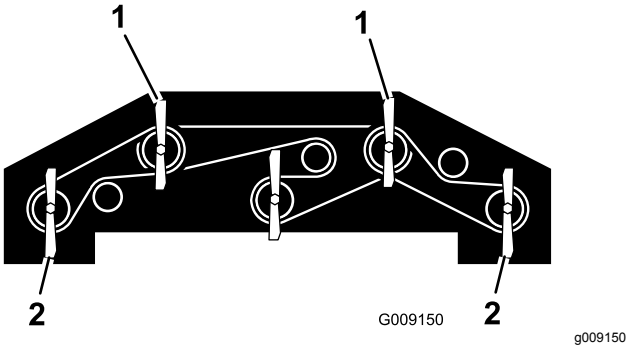

Figur 139
1. Roter hver kniv slik at de peker rett fremover (Figur 139).